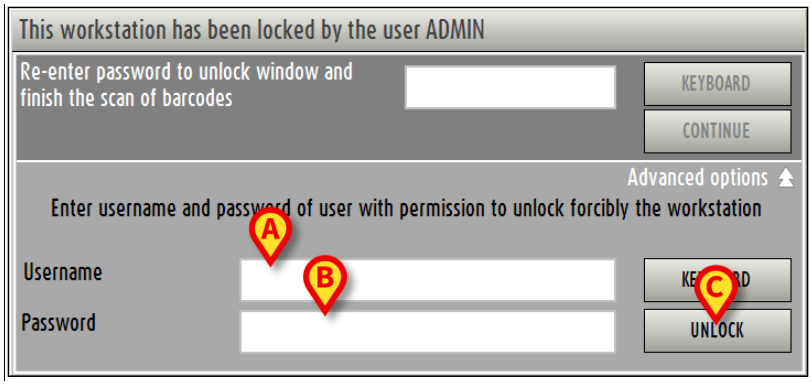

Fig 36 - Advanced options
The window changes in the following way (Fig 36).
- Insert the username of the new user in the “Username” field (Fig 36 **A**).
- Insert the password of the new user in the “Password” field (Fig 36 **B**).
- Click the **Unlock** button (Fig 36 **C**).